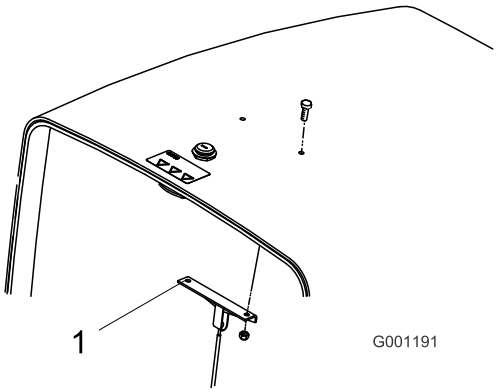

Figur 4
1. Fjern og kast de to skruene og mutterne som fester panserkabelbraketten og til undersiden av panseret (Figur 4).